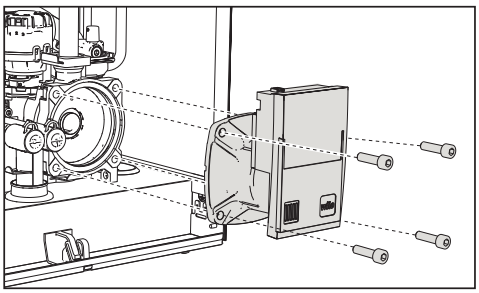

рис. 39
- Отвинтите и снимите блок двигателя циркуляционного насоса (рис. 39).